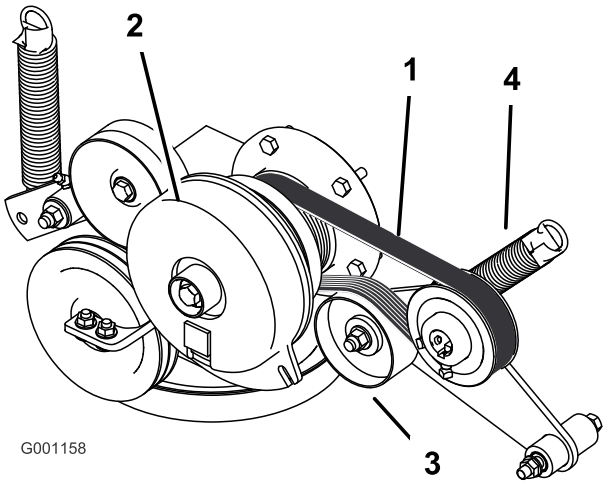

**Figuur 55**
3. Haal de veer van de arm van de spanpoelie (Figuur 55).
4. Plaats een nieuwe riem rond de motorpoelie en de poelie van de pomp van het hydraulische systeem (Figuur 55).
6. Monteer de veer op de arm van de spanpoelie (Figuur 55).